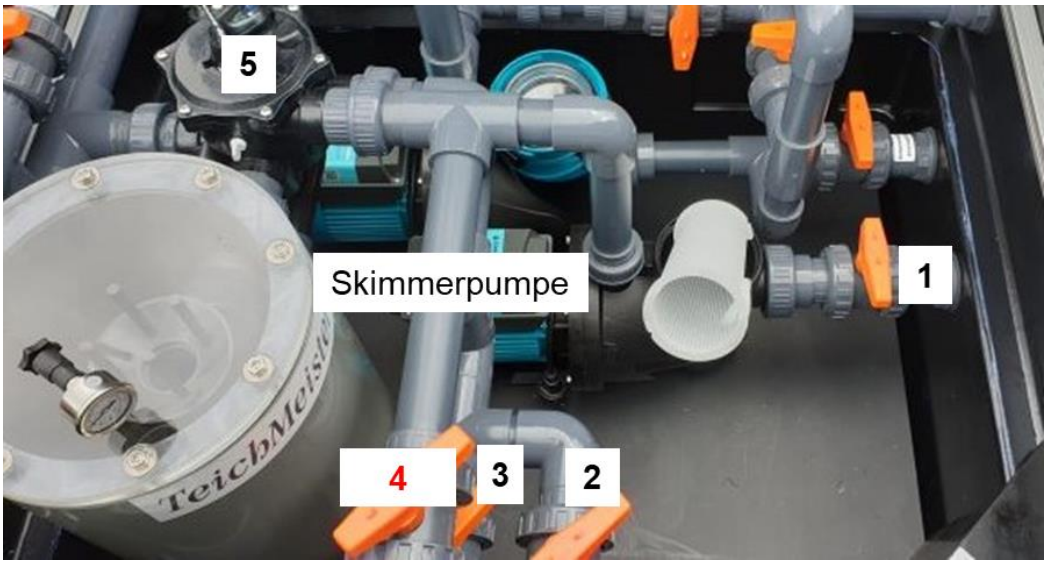

Abbildung 10: Reinigung Pumpenvorfilter Skimmerpumpe
3. Vorfilter **7** säubern **(siehe Abbildung 10)**